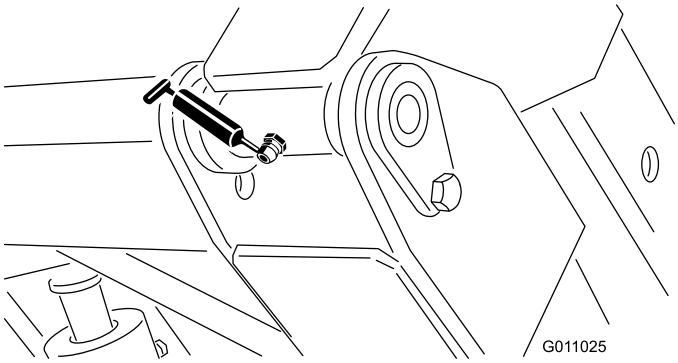

Figur 32
- Trågets (övre) vridfäste (2) (Figur 32).